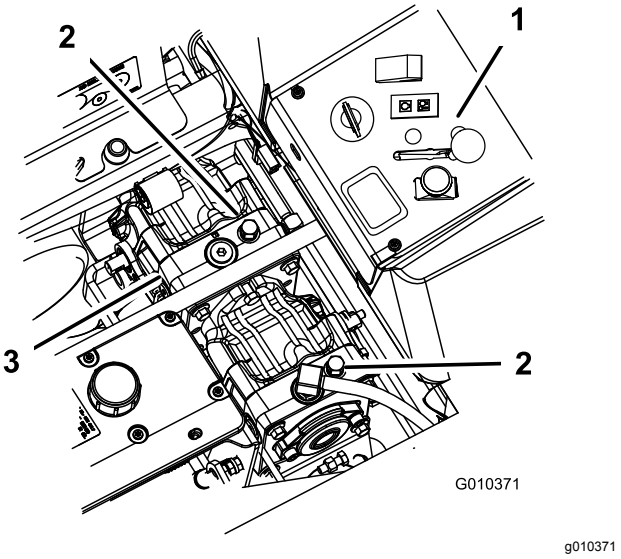

Bild 33
2. Drehen Sie die Sicherheitsventile um eine Umdrehung nach links, um die Maschine zu schieben (Bild 33).
Drehen Sie zum Betrieb der Maschine die Sicherheitsventile eine ganze Umdrehung nach rechts (Bild 33).